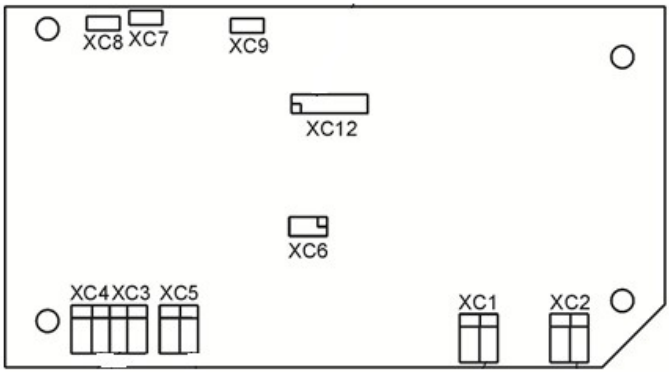

Рис.5 Соединительные клеммы
Жилы кабеля телефонной линии подключаются на клеммы, показанные на рис.5 (XC1). Для подключения линии необходимо использовать кабель с внешним диаметром 5,5 - 10 мм. Кабель продевается в уплотнительное кольцо кабельного ввода телефонного аппарата.
2. При монтаже кабельного ввода проденьте через него кабель и заведите жилы кабеля на разъемы (XC2) (рис.5). Для подключения внешнего вызывного устройства необходимо использовать кабель с внешним диаметром 5,5 - 10 мм.
6. Подключите жилы шнура дополнительного микротелефона на разъемы ХС5 (рис.5).